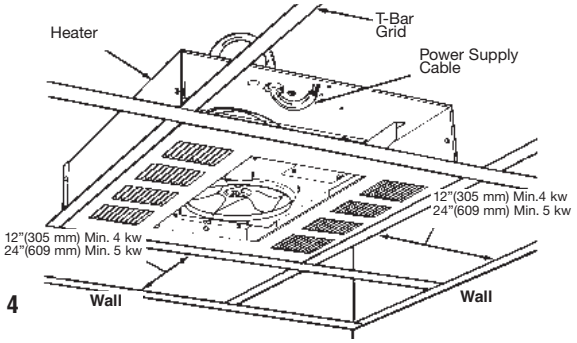

Figure 4
15. Position the heater in the T-bar grid (Figure 4) and secure as required. See Warning No. 9.